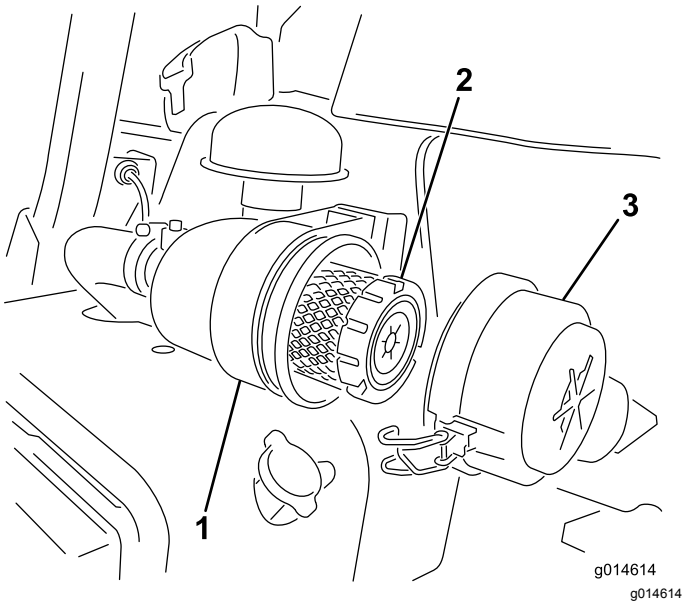

Figur 41
1. Åbn låsene, der fastgør luftfilterdækslet til luftfilterhuset (Figur 41).
6. Fastgør låsene (Figur 41).